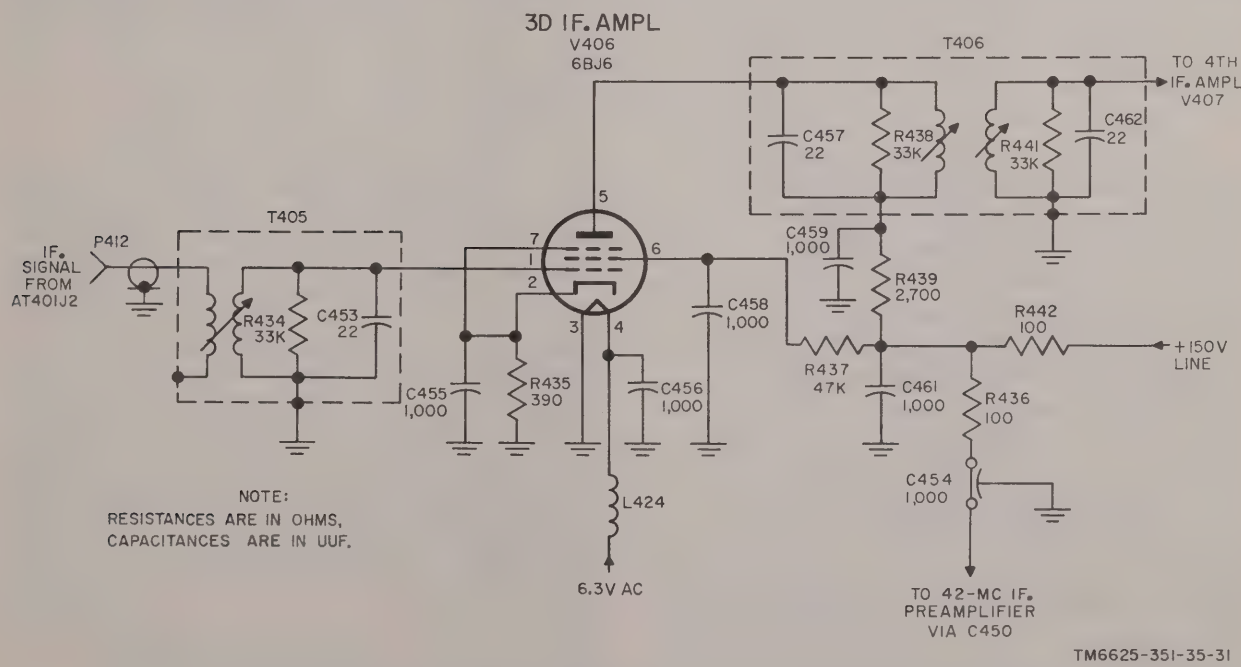

Figure 31. Tuning unit 3, third if. amplifier V406, schematic diagram.
48. If. Amplifier, Detailed Analysis (fig. 31 and 32)
a. Interstage Transformers T405 (fig. 31). The attenuated if. signal at connector AT401J2 on the if. step attenuator is conducted through connector plug P412 and a length of coaxial cable, to the primary winding of interstage transformer T405. The primary winding has a 50-ohm impedance. The secondary winding and shunt capacitor C453 resonate together at the intermediate frequency, with R434 functioning as a load resistor. The transformer T405 secondary is connected to the grid of third if. amplifier V406.
(1) Cathode bias is developed by the voltage drop across R435 in the third if. amplifier (fig. 31). Cap-